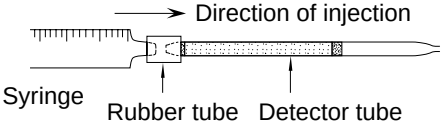

FIG. 2.24 INJECTION METHOD
(1) The ion detector tubes, used for measuring the concentration of ions in the water, include tubes for sulphide, chloride, iron, cyanide, residual chlorine and salinity detector tubes. The concentration of an ion is measured by three different method as follows : (1) Injection method (see FIG. 2.24) : Sample solution taken by a syringe is injected into the detector tube.